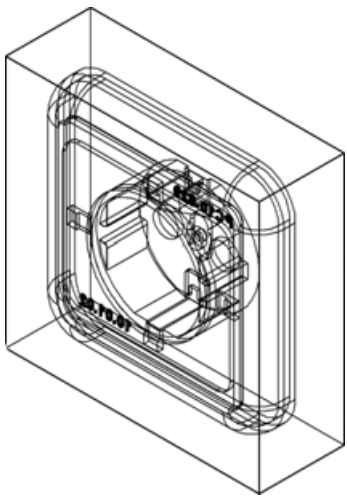

Рис. 8.97
- Убедимся, что деталь **Крышка** действительно находится внутри детали **Заготовка формы**. Для этого установите режим отображения **Каркас** (рис. 8.97).